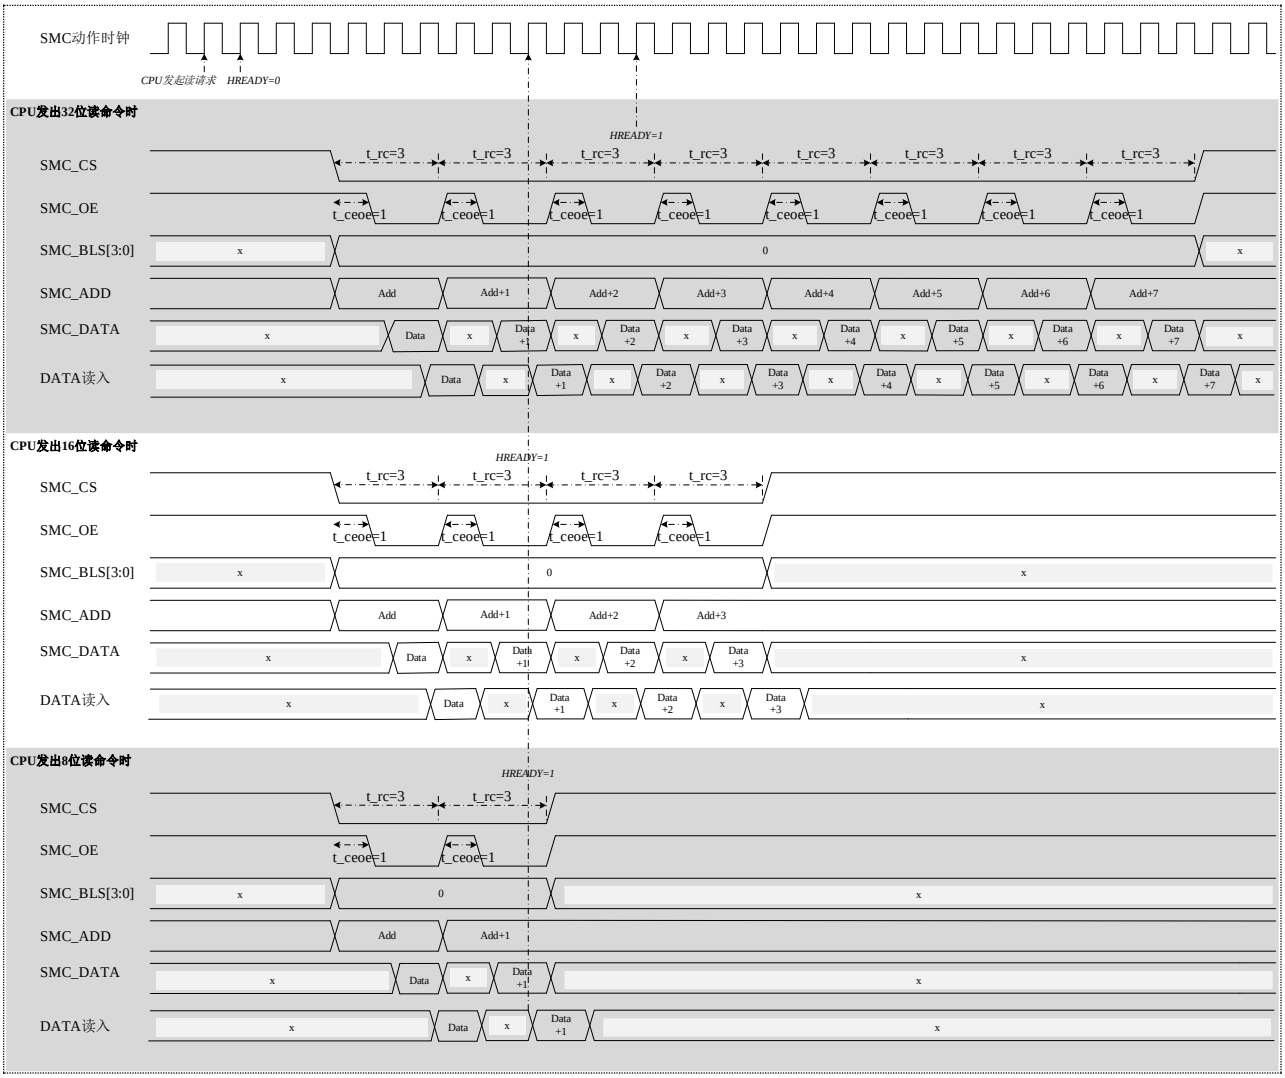
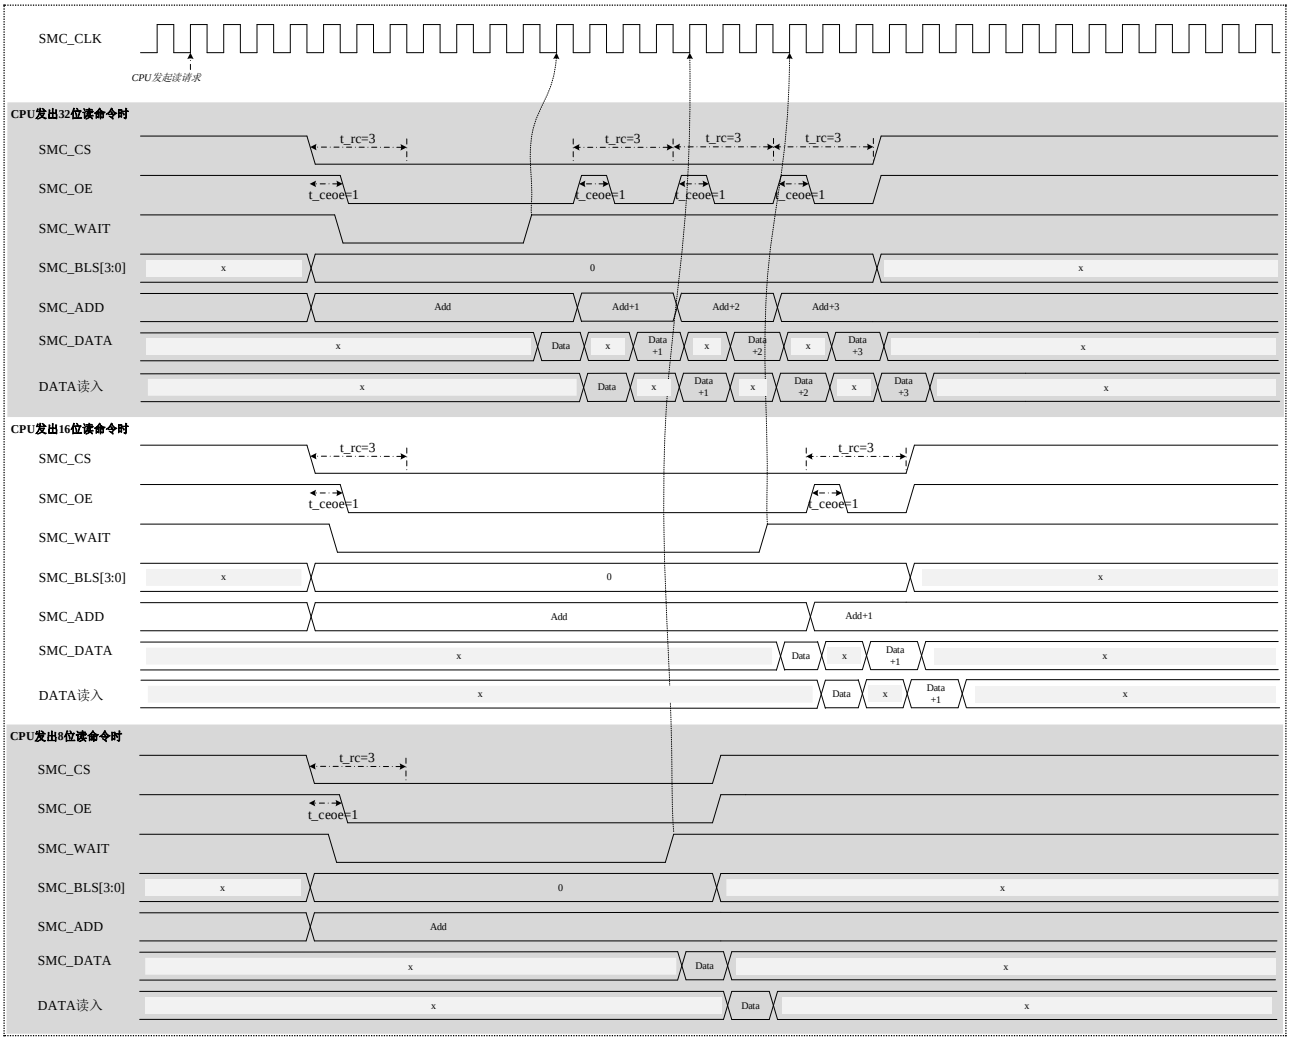

图 40-8　单次读动作基本时序（异步方式（RSYN=0）&16 位位宽（MW=01））
图 40-11　单次读动作基本时序（同步方式（RSYN=1）&32 位位宽（MW=10））
a) 表 40-7 和图 40-8~图 40-11 是单次读动作的基本时序图和设定例。